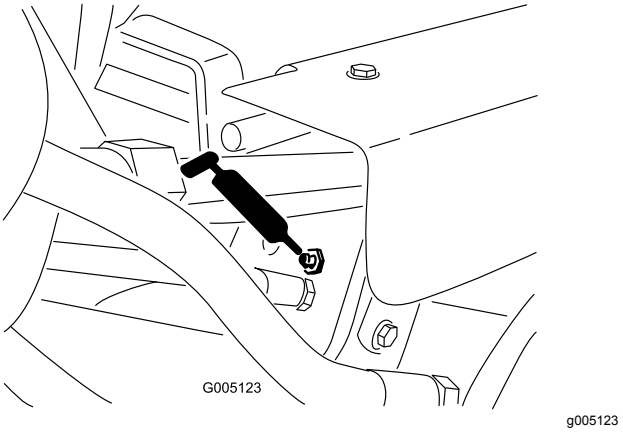

Figuur 32
- Hefcilinders (3) (Figuur 32)